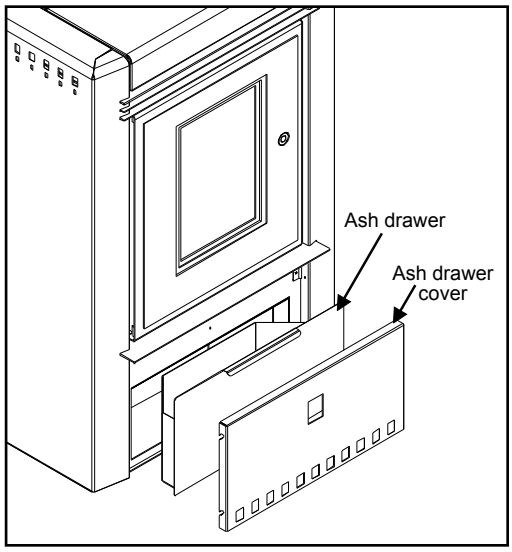
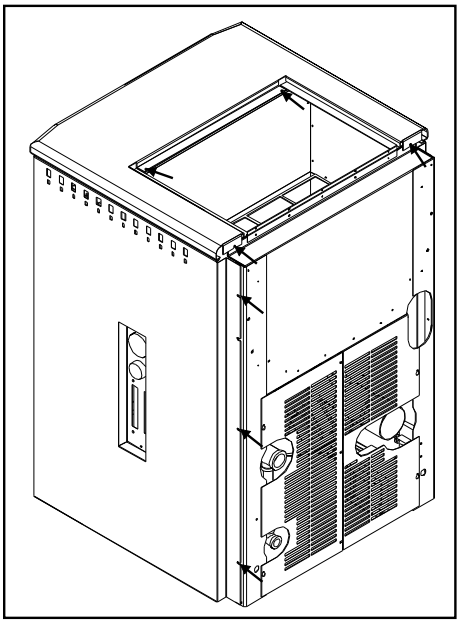
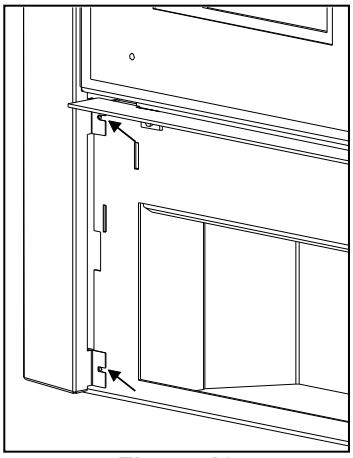

Figure 8
Figure 9
Figure 10
Remove ash drawer (see Figure 8). Dump the ashes into a metal container stored away from combustibles. Monitor the ash level every week. Remember that different pellet fuels will have different ash contents. Ash content is a good indication of fuel efficiency and quality. Refer to "Warnings and Recommendations" for disposal of ashes.
1. Remove the top by loosing the two (2) screws at the back and remove the two (2) under the hopper lid shown in Figure 9. Pull the top up at the back and slide it forward.
2. Remove the cab sides by loosing the three (3) T-20 screws on the back of each side (see Figure 9). Remove the ash drawer cover and ash drawer (see Figure 8) then remove the T-20 screws from the two (2) front tabs (see Figure 10) .